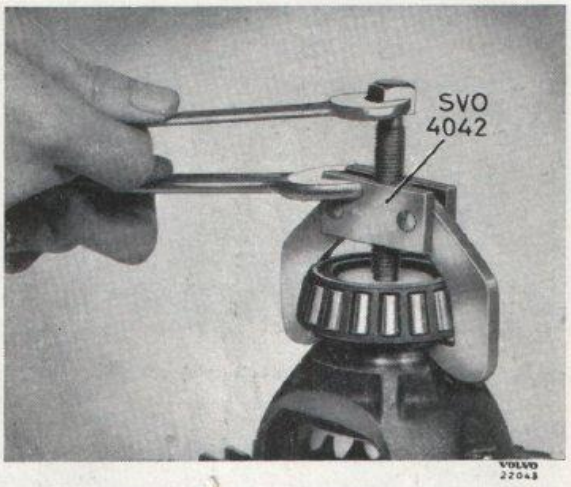

Bild 5-15. Demont. av differentialhuslager
SVO 4042, se bild 5-15. Tag vara på justermellanläggen (3).